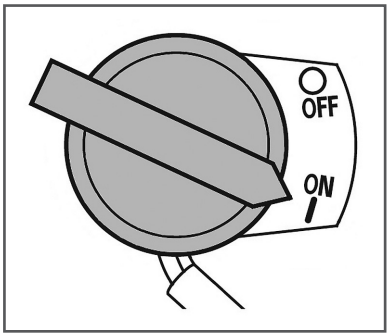

Рис. 10 Выключатель зажигания
5. Выключатель зажигания переведите в положение «ON» (Включено) (Рис. 10).
При возникновении аварийной ситуации, для экстренной остановки двигателя виброплиты переведите выключатель зажигания двигателя в положение «OFF» (ВЫКЛЮЧЕНО) (Рис. 10).
4. Переведите выключатель зажигания в положение «OFF» (ВЫКЛЮЧЕНО) (Рис. 10).